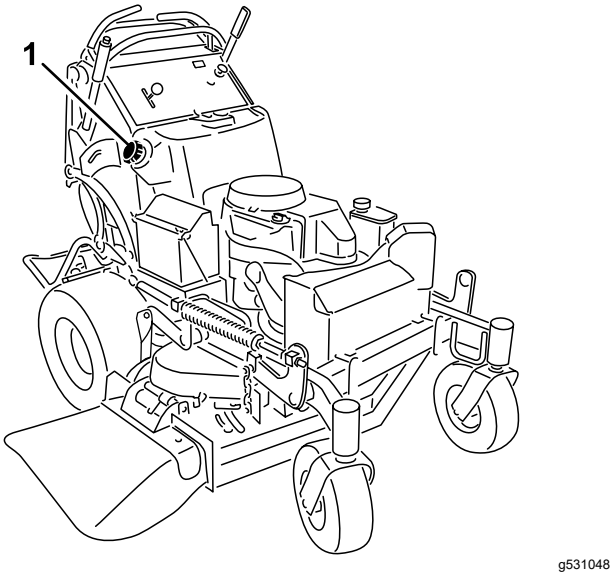

Bild 48
3. Reinigen Sie den Bereich um den Tankdeckel, damit keine Rückstände in den Kraftstofftank gelangen (Bild 48).
6. Saugen Sie mit der Saugpumpe den Kraftstoff in einem sauberen Kraftstoffbehälter (Bild 48).